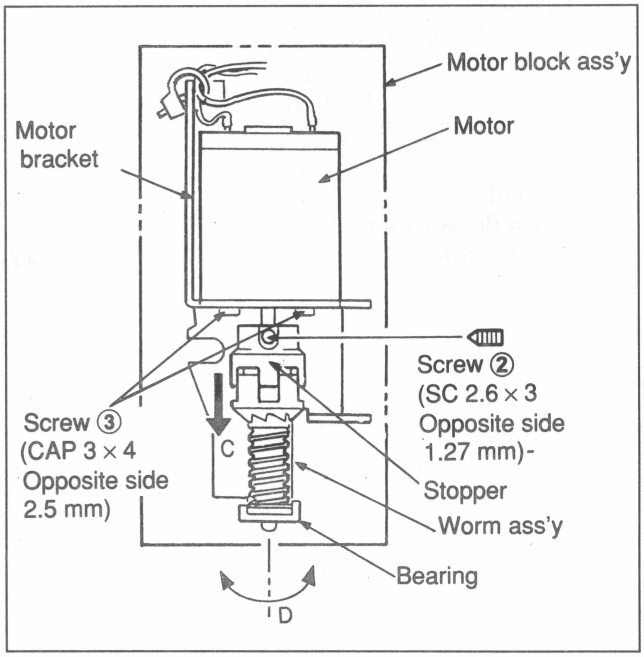

Fig. 7-8-5 Worm Ass'y Replacement
2. Motor Removal (Refer to Fig. 7-8-5.)
3. Worm Ass'y Replacement/Installation (Refer to Fig. 7-8-5.)
(1) Remove the stopper and the worm ass'y.
(2) Engage the worm ass'y to be replaced with the stopper and insert it into the motor bracket.
4. Motor Installation (Refer to Fig. 7-8-5.)